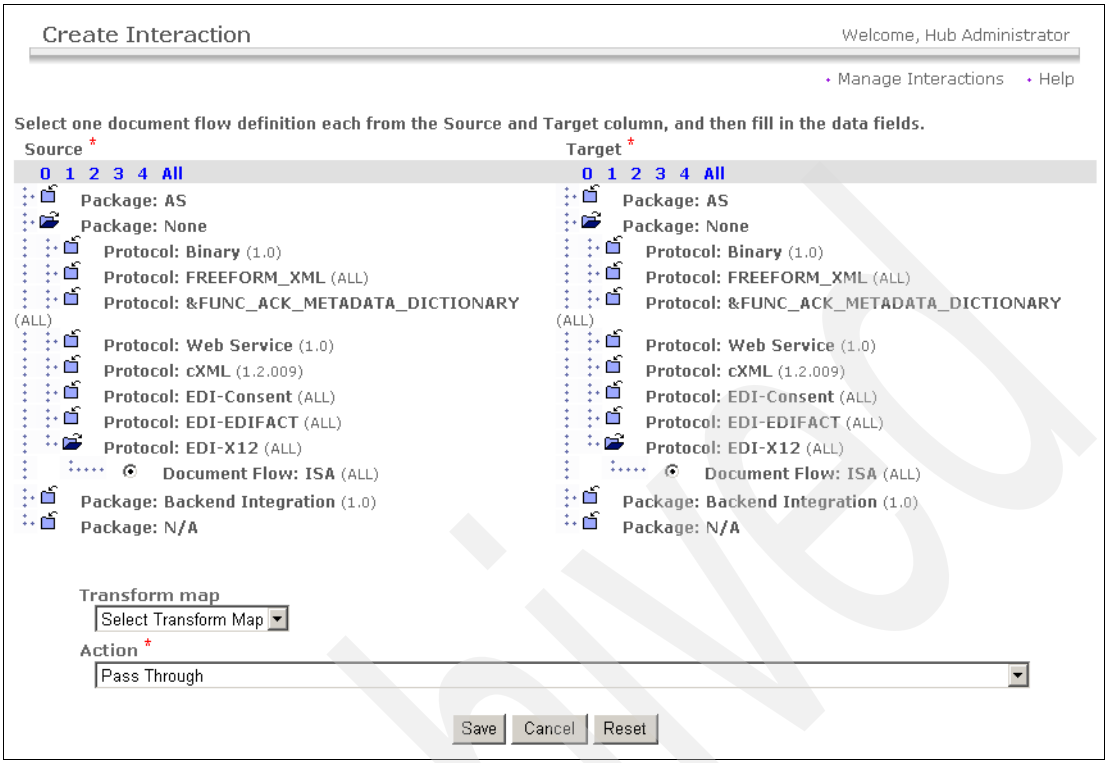

Figure 13-5 Interaction for None/EDI-X12 to None/EDI-X12
5. In the Manage Interactions window (Figure 13-5 on page 426), complete these steps: